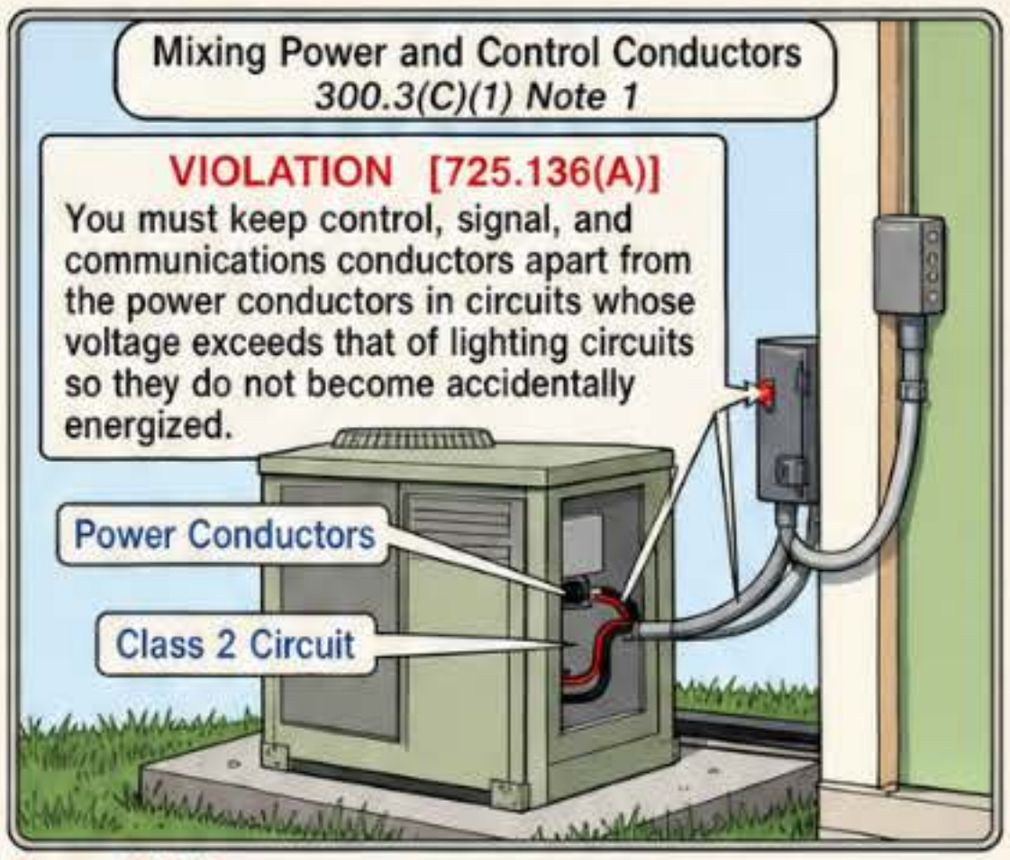

Figure 300-12
- Communications, control, and signaling wires must be routed in separate pathways from power and lighting conductors whose voltage is higher, so the low-voltage circuits cannot accidentally energize the control, signal, or communications wiring. Figure 300-12
- Control, signaling, and communications wiring must occupy dedicated raceways different from power and lighting circuits at higher voltages. Keeping them separate prevents the control, signaling, or communications conductors from being energized unexpectedly. Figure 300-12